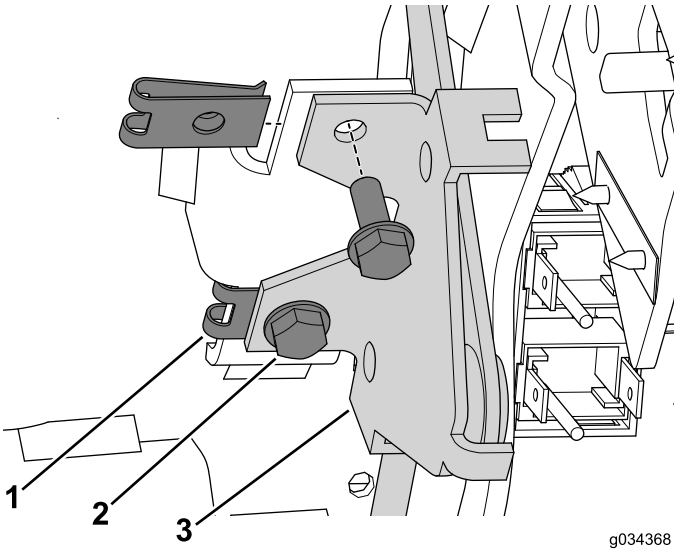

Figure 19
3. Posez les écrous rapides sur le support sur la console (Figure 19).
4. Fixez le levier de starter sur la console à l'aide des 2 boulons (n° 10 x 1/2 po) (Figure 19).